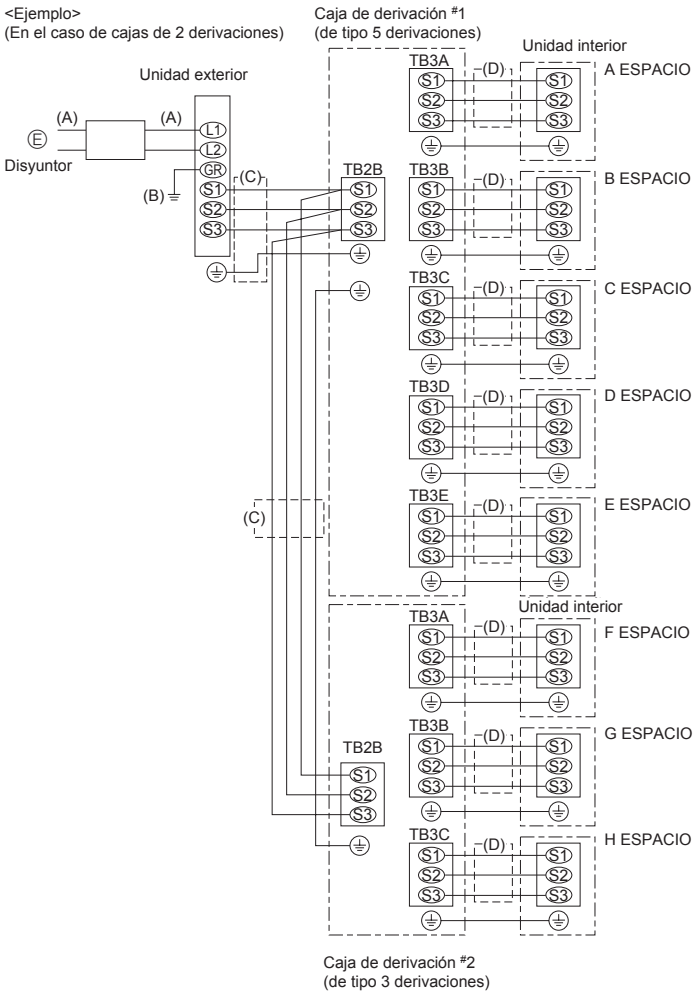

Fig. 9-9
9.2. Procedimiento de cableado exterior (Fig. 9-9)